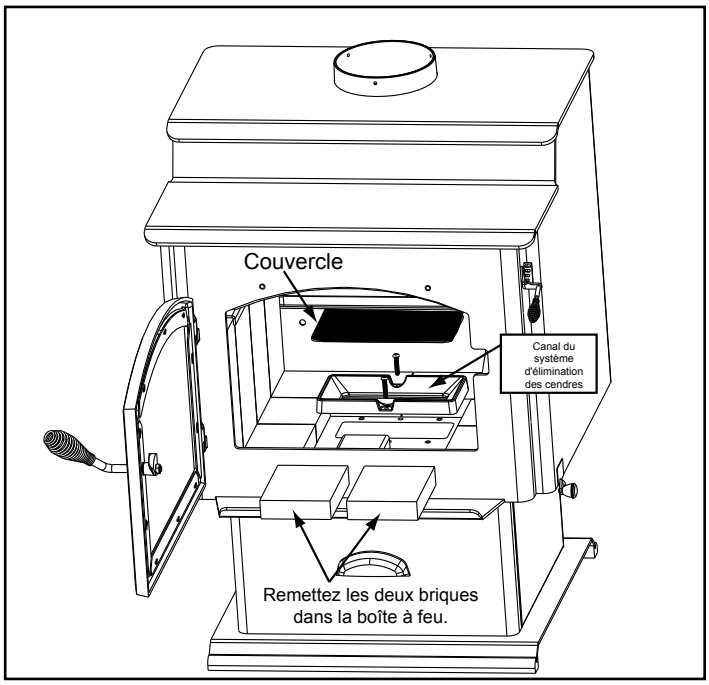

Figure 23.3
1. Réinstallez le canal du système d'élimination des cendres qui a été enlevé dans la troisième étape sur la page une et fixez-le en utilisant les 2 boulons enlevés antérieurement. Placez le couvercle dans le canal du système d'élimination des cendres. Réinstallez les 2 briques avant coupées. **Figure 23.3.**